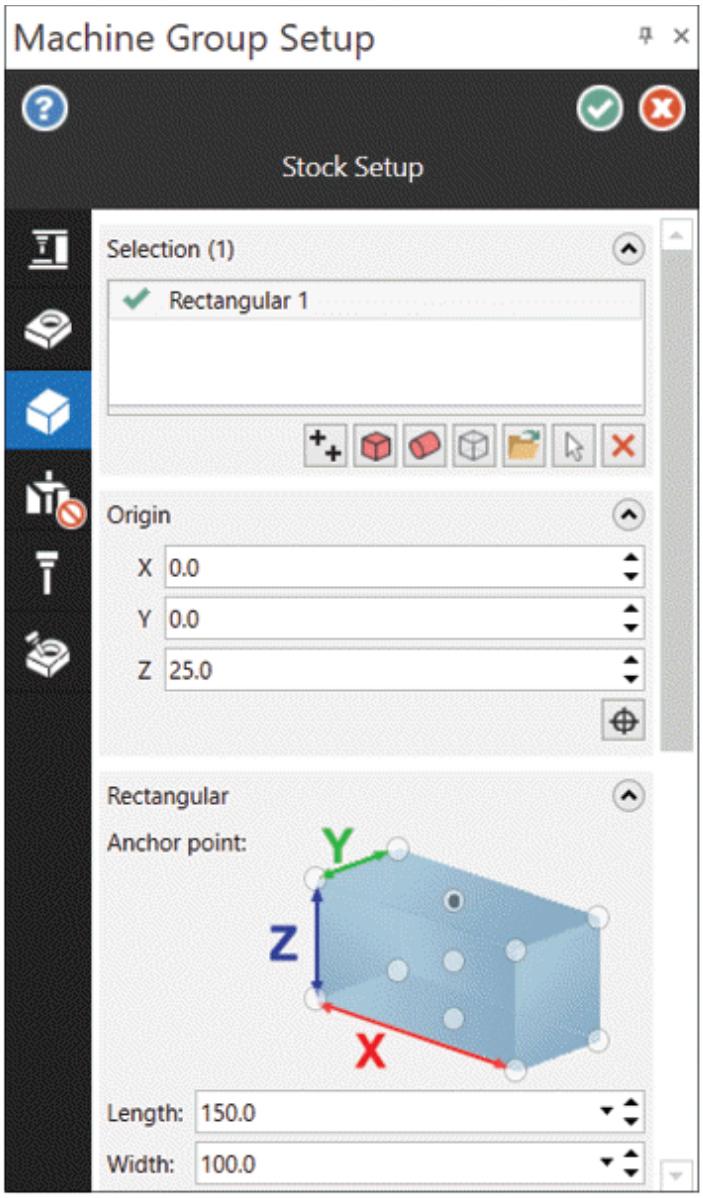

Figure-4. Machine Group Properties dialog box with Stock setup page
- Click on the **+** sign next to **Properties** option and click on the **Stock setup** option. The **Machine Group Setup Manager** will be displayed with the **Stock Setup** tab selected; refer to Figure-4.